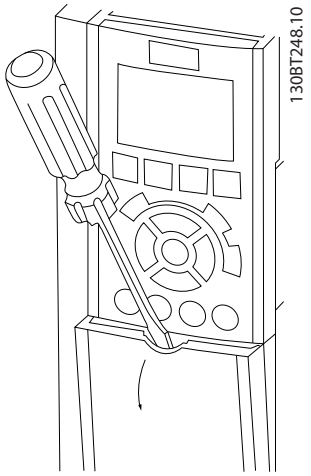
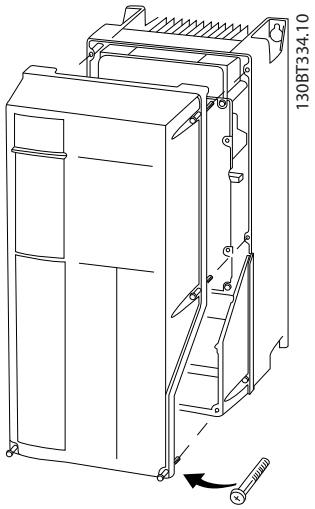

图 4.4 检视 IP20 和 IP21 机箱的线路
图 4.5 检视 IP55 和 IP66 机箱的线路
1. 使用螺丝刀（如*图 4.4* 所示）或拧松固定螺钉（如*图 4.5* 所示）拆下盖板。